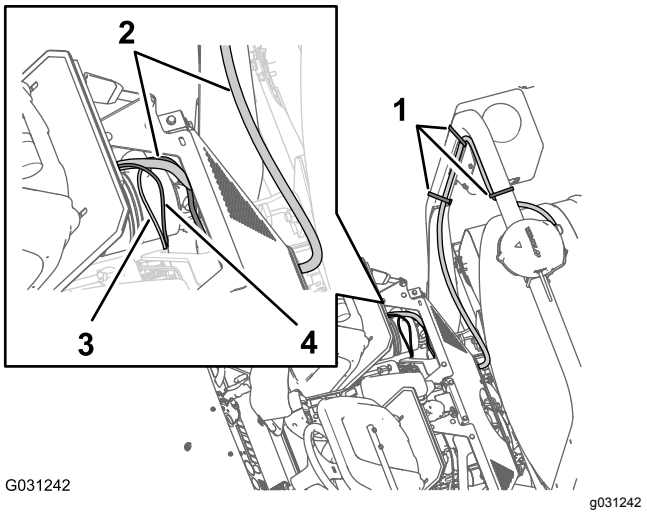

Figuur 160
1. Leid de aftakking van 100 cm van de elektrische kabel (Figuur 160) met de connector met 1 pin omlaag naar de plaats waar de voorste en achterste kabelboom van de machine op elkaar zijn aangesloten; zie Figuur 120 in De voorste en achterste kabelboom aansluiten (bladz. 54).
2. Leid de aftakking van 100 cm van de datakabel (Figuur 160) met de connector met 4 pinnen voor de CAN 2/spuitbediening omlaag naar de plaats waar de voorste en achterste kabelboom van de machine op elkaar zijn aangesloten; zie Figuur 120 in De voorste en achterste kabelboom aansluiten (bladz. 54).